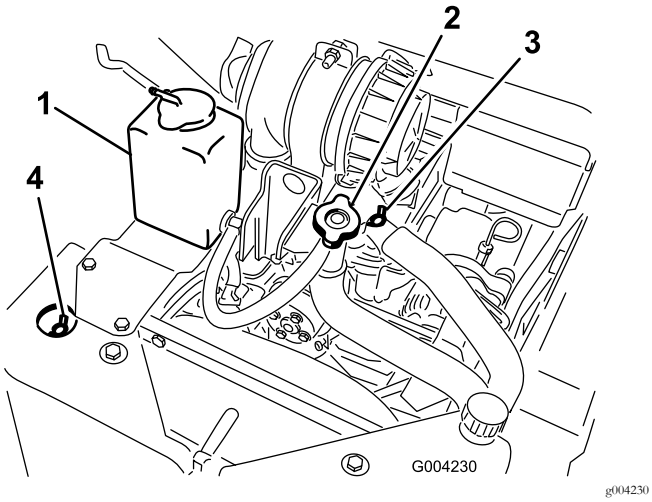

Rysunek 21
A. Odkręć korek wlewu płynu chłodzącego (Rysunek 21).
B. Otwórz przedni i górny zawór odpowietrzania układu chłodzącego (Rysunek 21).
C. Wlewaj płyn chłodzący przez szyjkę wlewu do momentu, gdy płyn zacznie wydostawać się przednim zaworem odpowietrzania (Rysunek 21).
D. Zamknij przedni zawór odpowietrzania (Rysunek 21).
E. Wlewaj płyn chłodzący przez szyjkę wlewu do momentu, gdy płyn zacznie wydostawać się górnym zaworem odpowietrzania (Rysunek 21).
F. Górny zawór odpowietrzania (Rysunek 21).
G. Wlewaj płyn chłodzący przez szyjkę wlewu do momentu, gdy płyn dojdzie do poziomu szyjki wlewu (Rysunek 21).
H. Załóż korek wlewu płynu chłodzącego (Rysunek 21).
I. Dolewaj płyn chłodzący do zbiornika rozprężnego aż do osiągnięcia znaku maksymalnego poziomu z boku zbiornika (Rysunek 21).